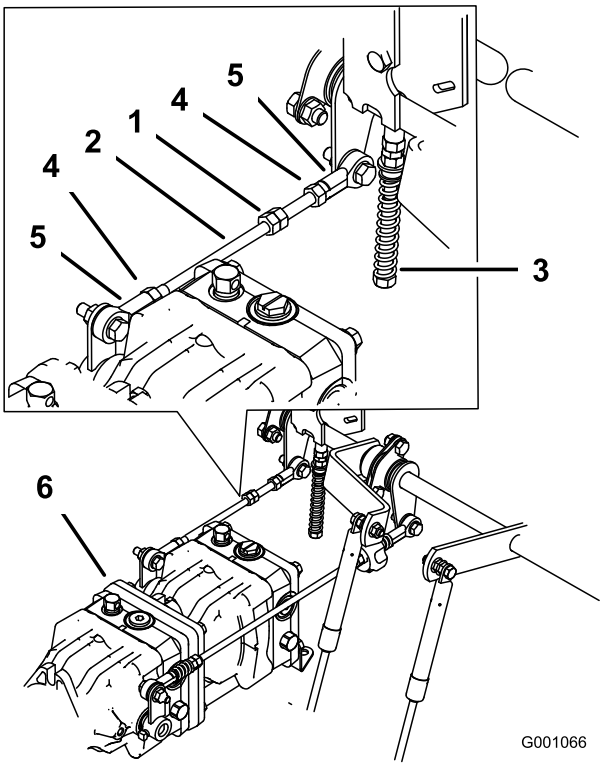

Rysunek 82
1. Odkręć przeciwnakrętki przegubów kulowych na żerdzi sterującej pompy (Rysunek 82).
3. Wyreguluj długość żerdzi pompowej, obracając podwójne nakrętki na żerdzi w odpowiednim kierunku, aż koło będzie nieruchome lub będzie lekko pełzać podczas jazdy do tyłu (Rysunek 82).
6. Dokręć przeciwnakrętki na przegubach kulowych (Rysunek 82).